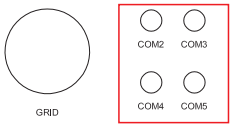

Figure 4.4
b. Remove the cap nut from the waterproof cable glands labeled at the bottom of the inverter. Remove the plug from the fitting. (see Figure 4.4).